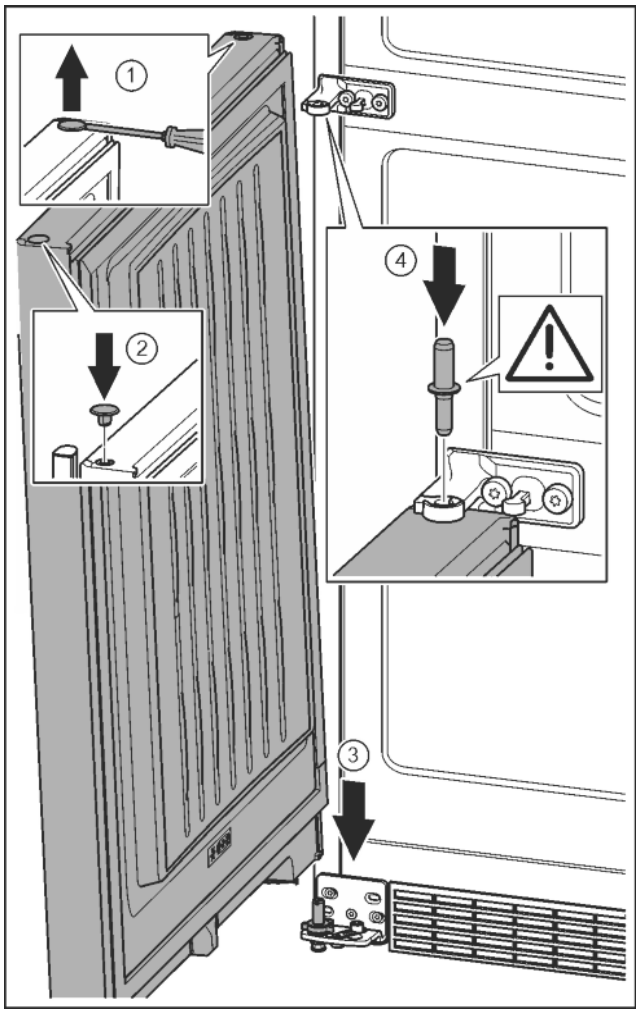

Fig. 22
▶ Carefully lift up the plugs and remove them with a slotted screwdriver. *Fig. 22 (1)*
▶ Insert the plugs again on the other side of the door. *Fig. 22 (2)*
▶ Position the door from above onto the lower bearing bolts. *Fig. 22 (3)*
▶ Insert the middle bearing bolt through the middle bearing bracket into the lower door. Ensure here that the catch mechanism points backwards. *Fig. 22 (4)*